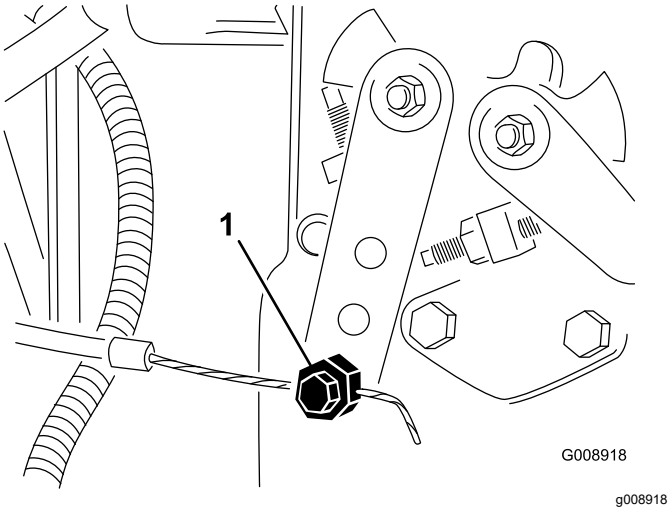

**Figur 87**
4. Lossa gasreglagekabelns kontaktdon på spaken vid insprutningspumpen (Figur 87).